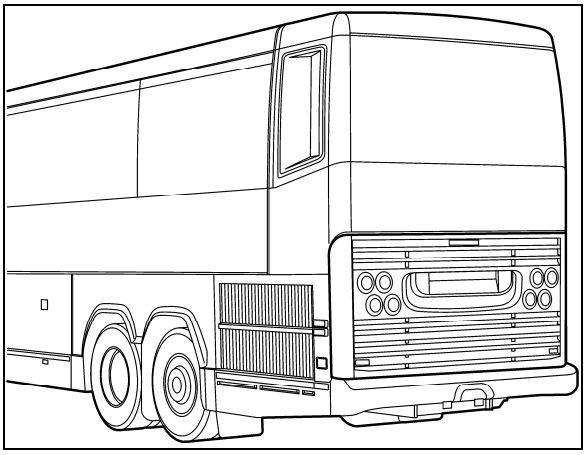

FIGURE 17 : PORTE DU COMPARTIMENT MOTEUR
2. Ouvrir la porte du compartiment moteur (Figure 17).